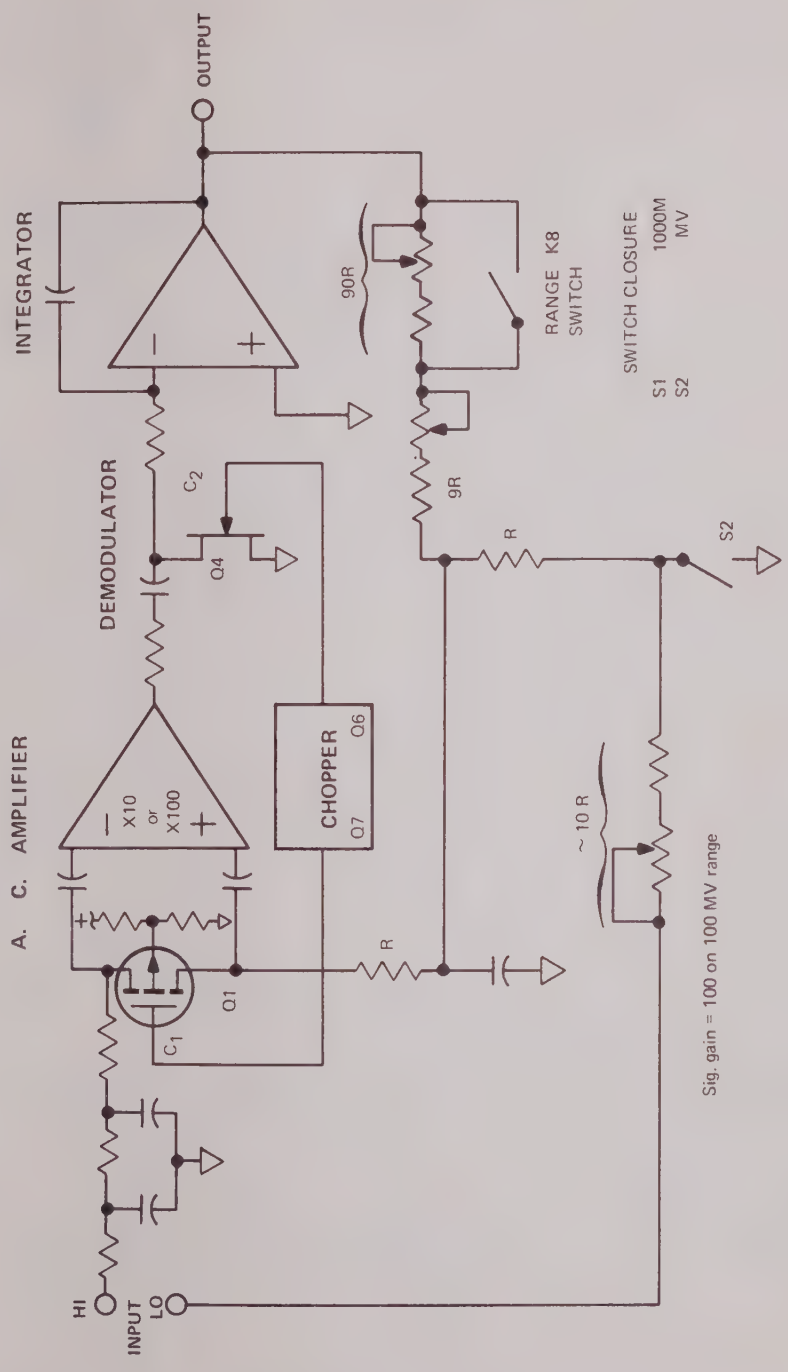

FIGURE 14. BLOCK DIAGRAM OF MILLIVOLT CONVERTER
G. MILLIVOLT/OHMS CONVERTER THEORY (Figure 14, 15 and Schematic No. 7)
The other converter in the Millivolt/Ohms Converter is a precision current ladder which, in conjunction with the Buffer amplifier, provides a known current through the resistor to be measured. Refering to Figure 14, a MOSFET chopper is used across the summing junctions of an operational amplifier. The signal developed due to the chopping action is amplified and presented through a capacitor to a half-wave synchronous demodulator. The Demodulator output is sent to a high gain (at DC) operational amplifier connected as an integrator. The integrator output is brought to the MOSFET chopper in a manner to insure negative feed-back. An input RC network provides input filtering to prevent beat frequency products at the amplifier output and balanced AC impedances for the chopper.